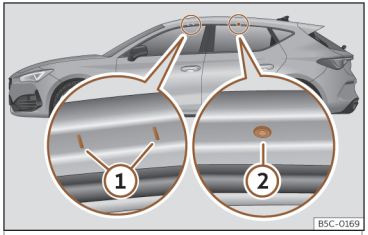

Fig. 136 Punti di fissaggio delle barre longitudinali per il portapacchi sul tetto (Leon).
I punti di fissaggio anteriori e posteriori (1) e (2) sono visibili soltanto se le porte sono aperte››› **fig. 136**.